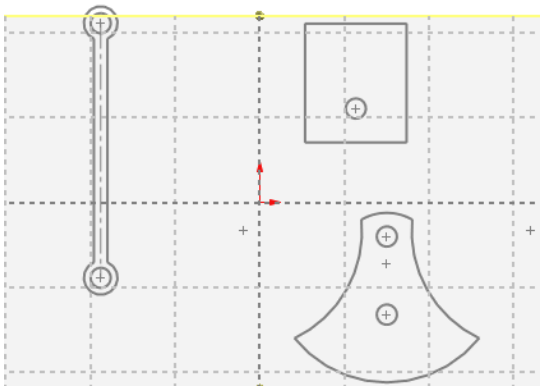

Figure 2-31 *Blocks after they are inserted in the layout environment*
6. Similarly, insert the **Piston_rod** and **Piston_tank** blocks in this layout environment. To change the current view orientation normal to the screen, choose the **View Orientation** button from the **View (Heads-Up)** toolbar; a flyout is displayed. Choose the **Normal To** button from the flyout. Figure 2-31 shows the blocks inserted in the layout environment.